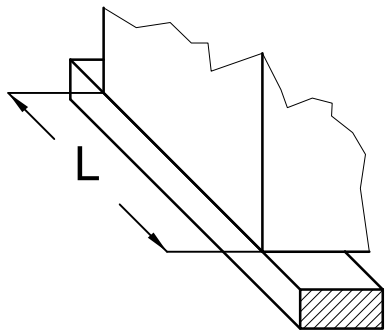

Figure 19: (z362-13) Positioning a hot runner assembly on a wooden lath
- If possible the wooden lath should cover the whole length L of the hot runner assembly (see Fig. 19).